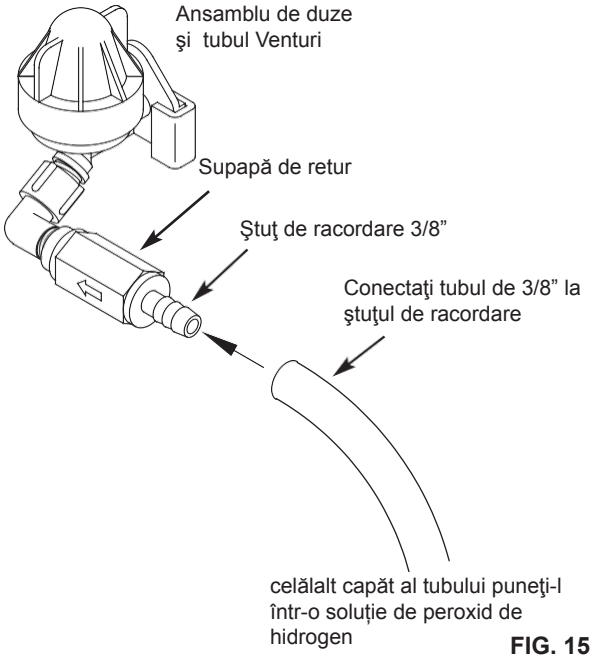

FIG. 15
3. Fixaţii tubul cu diametrul interior 3/8” I.D. pe ştuţul de racordare a supapei de reținere a aspiratorului de lichide (vezi fig. 15